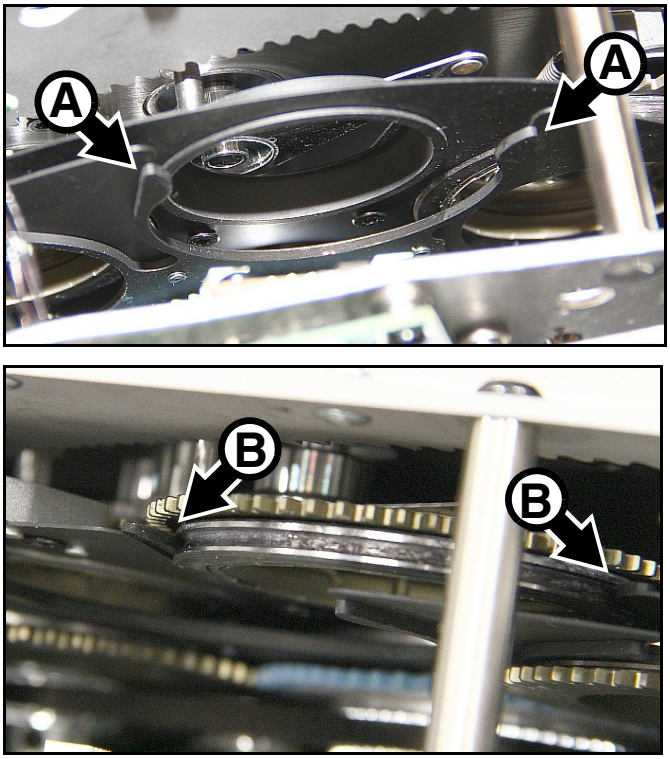

**Figure 13 : Clip du porte-gobo et gorge correspondante sur le porte-gobo**
Voir Figure 13. Les porte-gobos sont maintenus en position sur les deux roues de gobos par des clips. Lorsque vous installez un gobo sur une roue, assurez-vous que les machoires **A** s'engagent dans les gorges du porte-gobo des deux côtés comme indiqué en **B**.
5. Les porte-gobos sont maintenus en place par des clips (voir Figure 13 en page 25). Lors du remontage du porte-gobo, assurez-vous que les mâchoires du clip s'engagent dans la gorge de chaque côté du porte-gobo.